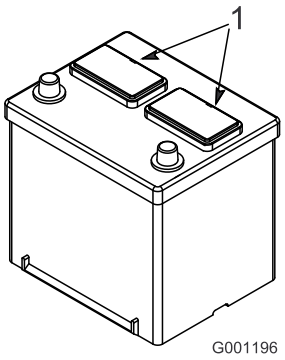

Figur 9
2. Rengør batteriet ovenpå, og fjern ventilationshætterne (Figur 9).